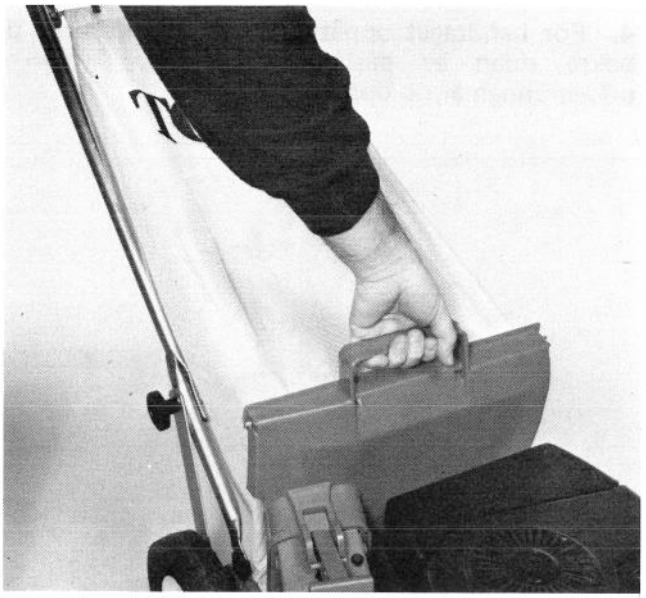

Bild 16
6. ⚠ Stoppa motorn när påsen måste tömmas. För dörrhandtaget i utkaströnnan framåt tills pinnen låses i skåran. Lyft sedan bakre delen av påsen från bakre stöden (Bild 15), fatta främre handtaget i påsen och lyft rakt upp för att borttaga påsen från gräsklipparen (Bild 16).